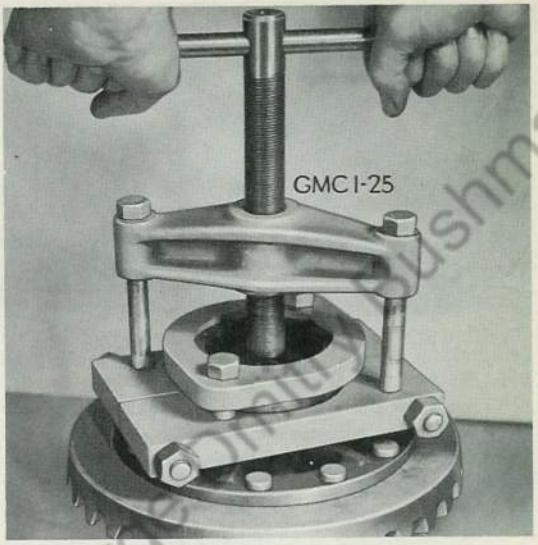

Fig. 9 Typical Method of Removing Differential Side Bearings with CS-1047 Bearing Puller
1. Remove differential adjusting nuts (11) and side bearing outer races (12).
2. Remove bearing inner races (13). These bearings are pressed on each side of case and must be removed with a special puller, as shown in Fig. 9, or bearings will be damaged.